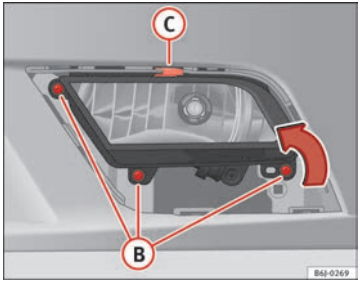

Fig. 161 Front fog light
– Remove the bolts (3x) ⇒ Fig. 161 (B) to remove the fog light.
– Remove the metal clip situated on the upper part of the fog light pulling towards the exterior of the vehicle ⇒ Fig. 161 (C). ■